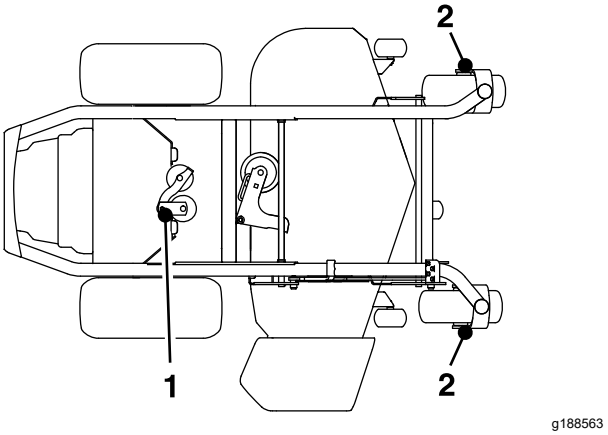

Figur 39
4. Smörj pumptomgångsskivans tapp med en eller två pumpningar fett (Figur 39).
5. Smörj de främre hjulaxlarna (Figur 39).